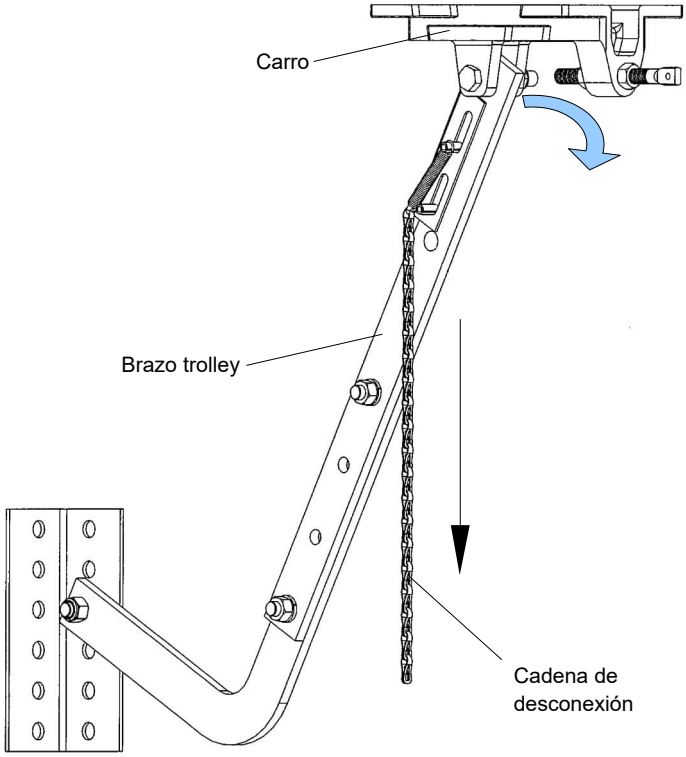

Figura 5 - Desconectar el brazo de transporte
1. Tirar de la cadena de desconexión hacia abajo, consultar la Figura 5.
2. Desconectar el brazo de transporte, consultar la Figura 5.